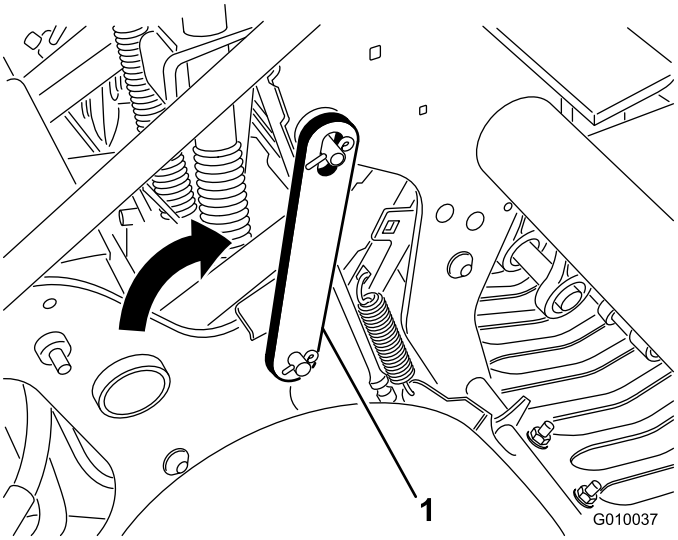

**Rysunek 21**
3. Odchyl zaczep serwisowy do tyłu i wsuń go na kołek głowicy wgłębnej (Rysunek 21). Zamocuj zaczep przy użyciu pierścienia zaciskowego.